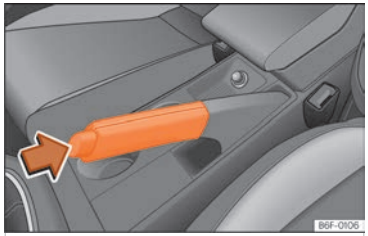

Fig. 119 Freno de mano entre los asientos delanteros.
- Tire de la palanca del freno de mano hacia arriba ››› fig. 119.
- Tire ligeramente de la palanca hacia arriba, presione el botón de desbloqueo en la dirección de la flecha ››› fig. 119 y baje completamente la palanca ››› ⚠.